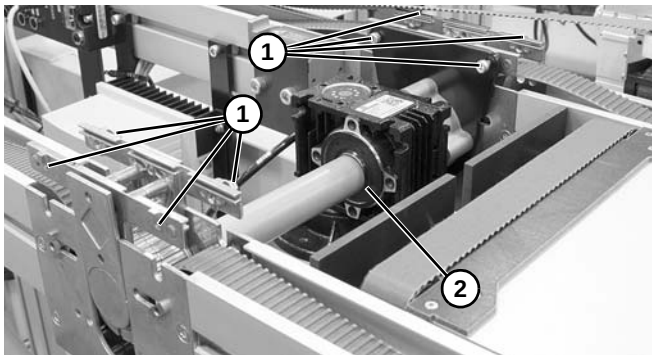

Figure 24
5. Loosen inner and outer screws **(Figure 24, item 1)**. While pressing in on hex flange screws, lift mid drive assembly **(Figure 24, item 2)** from conveyors.